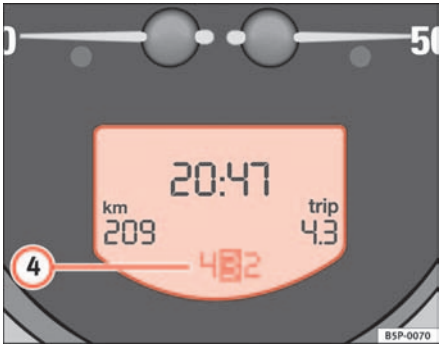

Fig. 37 Detail of instrument panel: Display with Tiptronic gear selection
4. Display for the gears in Tiptronic mode (automatic gearbox)*. The selected gear appears in the display field with a light background ⇒ fig. 37 5. ■